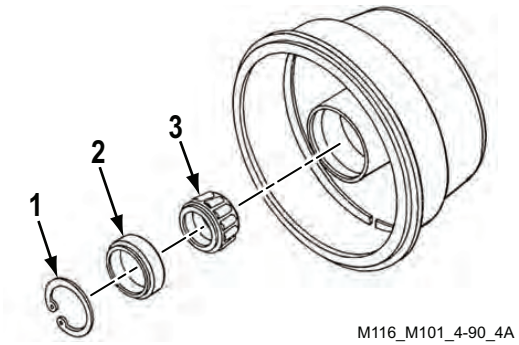

Figure 5. Retaining Ring, Seal, and Inner Bearing Assembly.
7. Pack inner bearing hub cone and roller (Figure 5, Item 3) with grease and install.
8. Install new seal (Figure 5, Item 2) and retaining ring (Figure 5, Item 1).